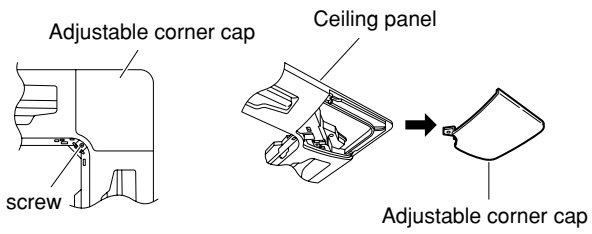

**Fig. 11-2**
(1) Remove the intake grille.
(2) Remove the screws that fasten the adjustable corner cap, then slide the adjustable corner cap to the side to remove it. (Fig. 11-2)